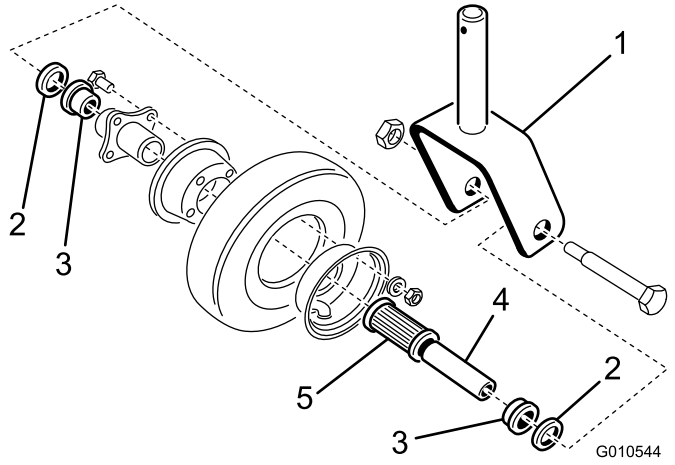

Figur 19
2. Tippa hjulet åt sidan och låt rörbussningen (Figur 19) falla ut.
3. Ta bort en lagerhållare från hjulnavet och låt lagret falla ut. Ta bort lagret från hjulnavets motsatta sida (Figur 19).